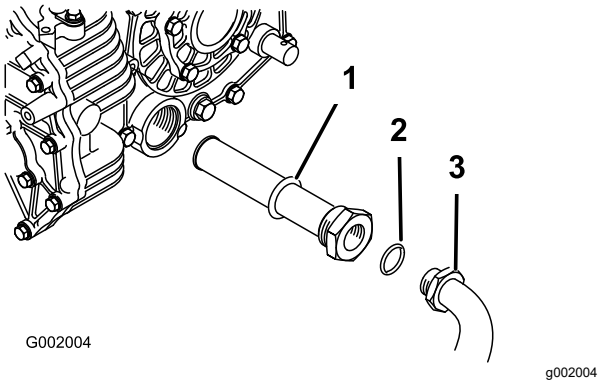

Figur 57
5. Fjern hydraulikslangen og 90°-beslaget (Figur 57).